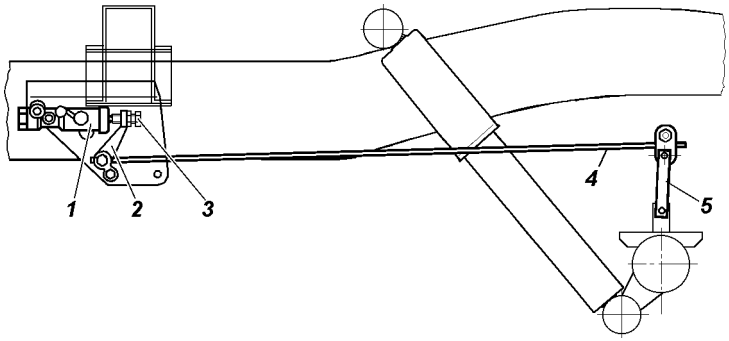

Рис. 9.33. Привод регулятора давления:
В процессе эксплуатации и при замене задних рессор необходимо регулировать усилие упругого рычага 4 (рис. 9.33) на поршень регулятора. Регулировку производите в следующей последовательности:
4. Доверните болт 3 (см. рис. 9.33) на 2 и 1/3 оборота (14 граней головки болта.